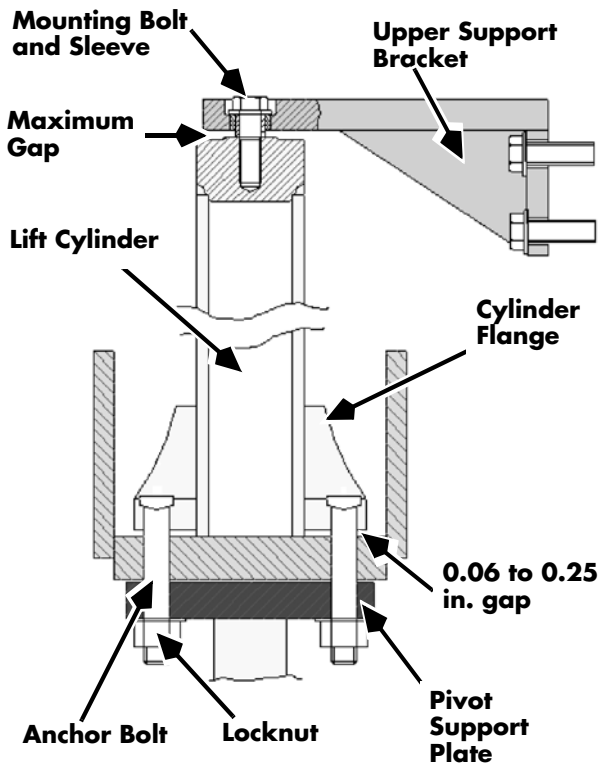

Figure 7-214: Anchoring lift cylinder
9. Adjust the anchor locknuts to achieve a gap of 0.06 to 0.25 in (1.5 to 6.4 mm) between the bottom surface of the cylinder flanges and top surface of outer telescopic support plate. See Figure 7-214 on page 7-237.